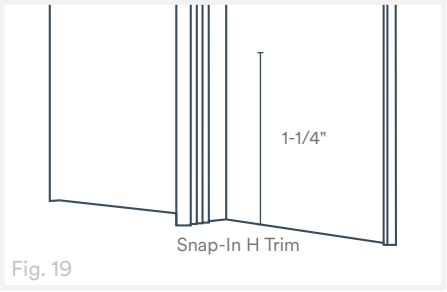

Fig. 19
2. On the side with the teeth, measure and mark 1-1/4" inwards from the bottom edge (end) of the Snap-In H Trim. At the mark, make a vertical snip in both grooved standoffs using tin snips or an oscillating multi-tool (Fig. 19).